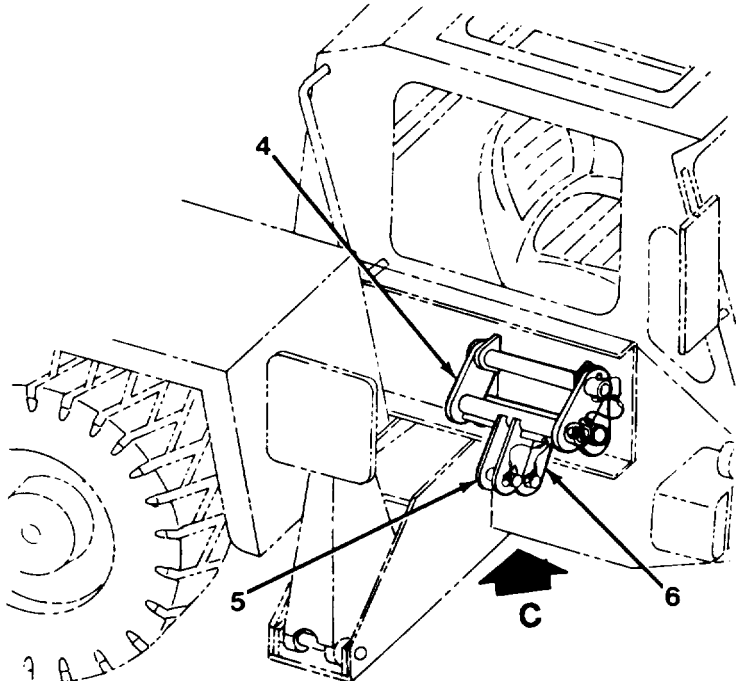

Figure 5-7. *Storage Location C*
d. Stow toggle sheave brackets (5)with attaching links (4) in storage location C, on bracket on right-hand front of earner (Figure 5-7). Secure with pins (6) connected to the attaching links (4).